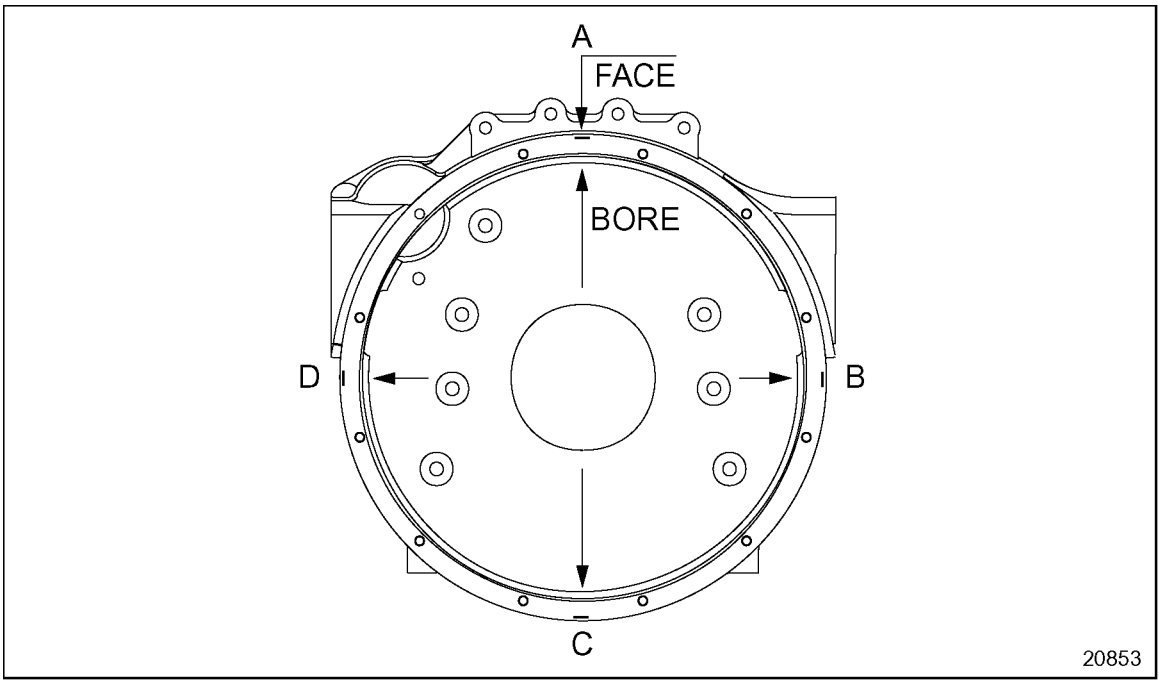

Figure 1-257 Flywheel Housing
6. Bar the engine and rotate the crankshaft one complete revolution, taking readings at 90 degree intervals (four readings each for the bore and bolting flange face). See Figure 1-257.